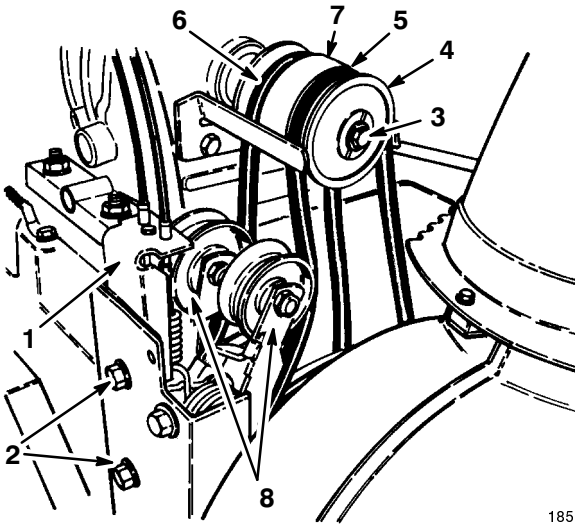

Figure 29
4. Remove the two flange head capscrews that secure the idler pulley assembly to the engine frame and remove idler pulley assembly (Fig. 29).
5. Remove the capscrew and lockwasher that secures the half sheave to front of the pulley assembly (Fig. 29).
6. Slide the half sheave and auger/impeller belt off of the crankshaft and remove the belt from the impeller pulley (Fig. 29).
7. If the traction drive belt needs replacement, slide the middle pulley section and belt off of the crankshaft and remove the belt from the transmission pulley (Fig. 29).
9. If replacing the traction drive belt, install the belt around the transmission and the middle pulley and slide the middle pulley onto the crankshaft (Fig. 29).
10. Install the belt on the idler pulley (Fig. 29).
11. Install the auger/impeller belt around the half sheave and slide the half sheave onto the crankshaft (Fig. 29).
13. Install the idler pulley assembly on the engine frame and secure it with the two flange head capscrews (Fig. 29).